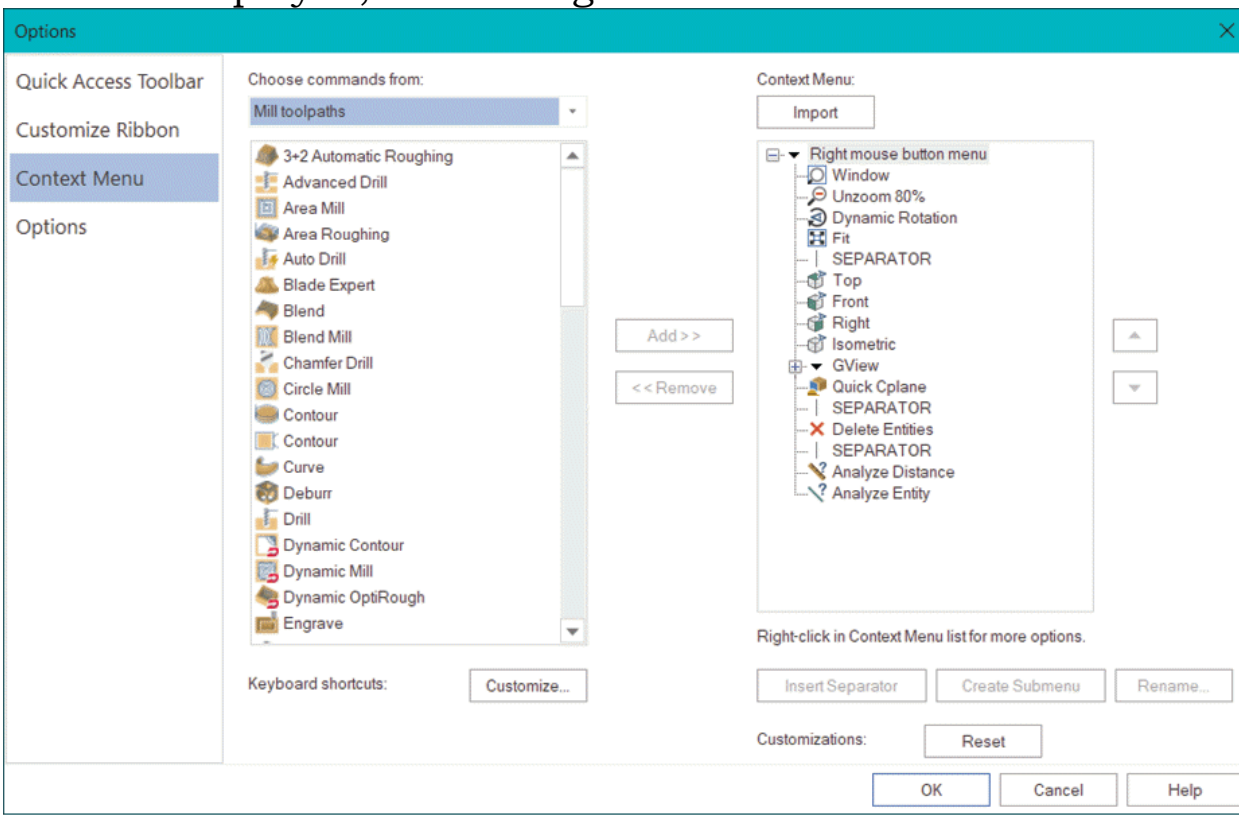

Figure-18. Context Menu options
- Click on the **Context Menu** option from the left side of **Options** dialog box. The options to customize context menu will be displayed; refer to Figure-18.